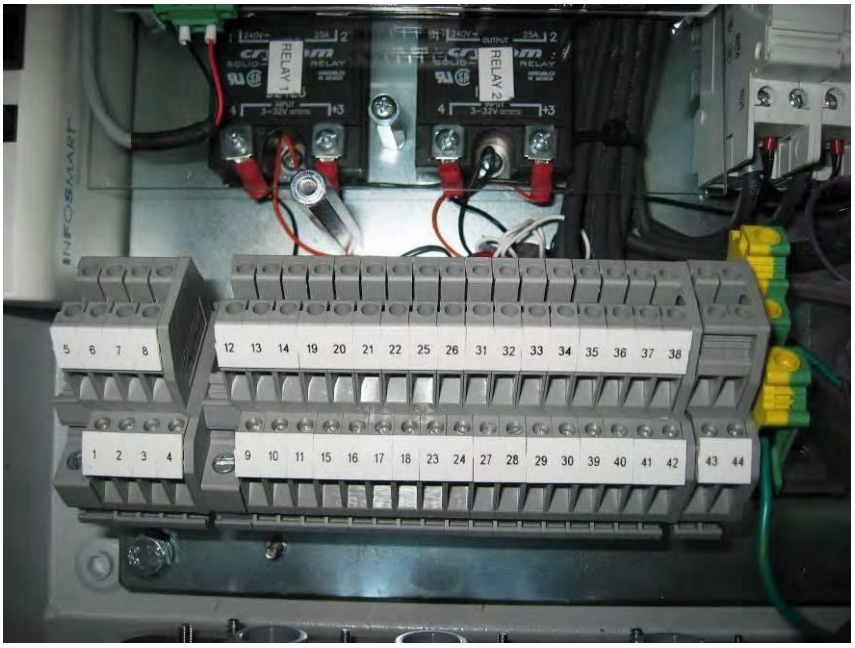

Figure 3-6. Terminal Block
- Figure 3-6 shows the wiring list for connection to the Terminal, as published in the Wiring Label added to the inner door (see Figure 3-7). The Wiring Label follows the physical location of the wires in the Terminal Block (see Figure 3-6).